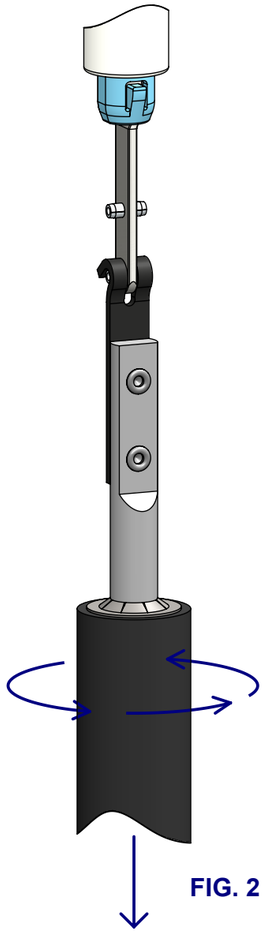

FIG. 2
3. ENGAGE TENSIONING TOOL WITH LOWER ROLL PIN ON BALANCE ROD AND DISENGAGE ROD FROM PRETENSION ANCHOR BY SIMULTANIOUSLY PULLING AND ROTATING TENSIONING TOOL CLOCKWISE (WHEN VIEWED FROM BELOW). BE CAREFUL NOT TO LOOSE PRETENSION TURNS (SEE FIG. 2).